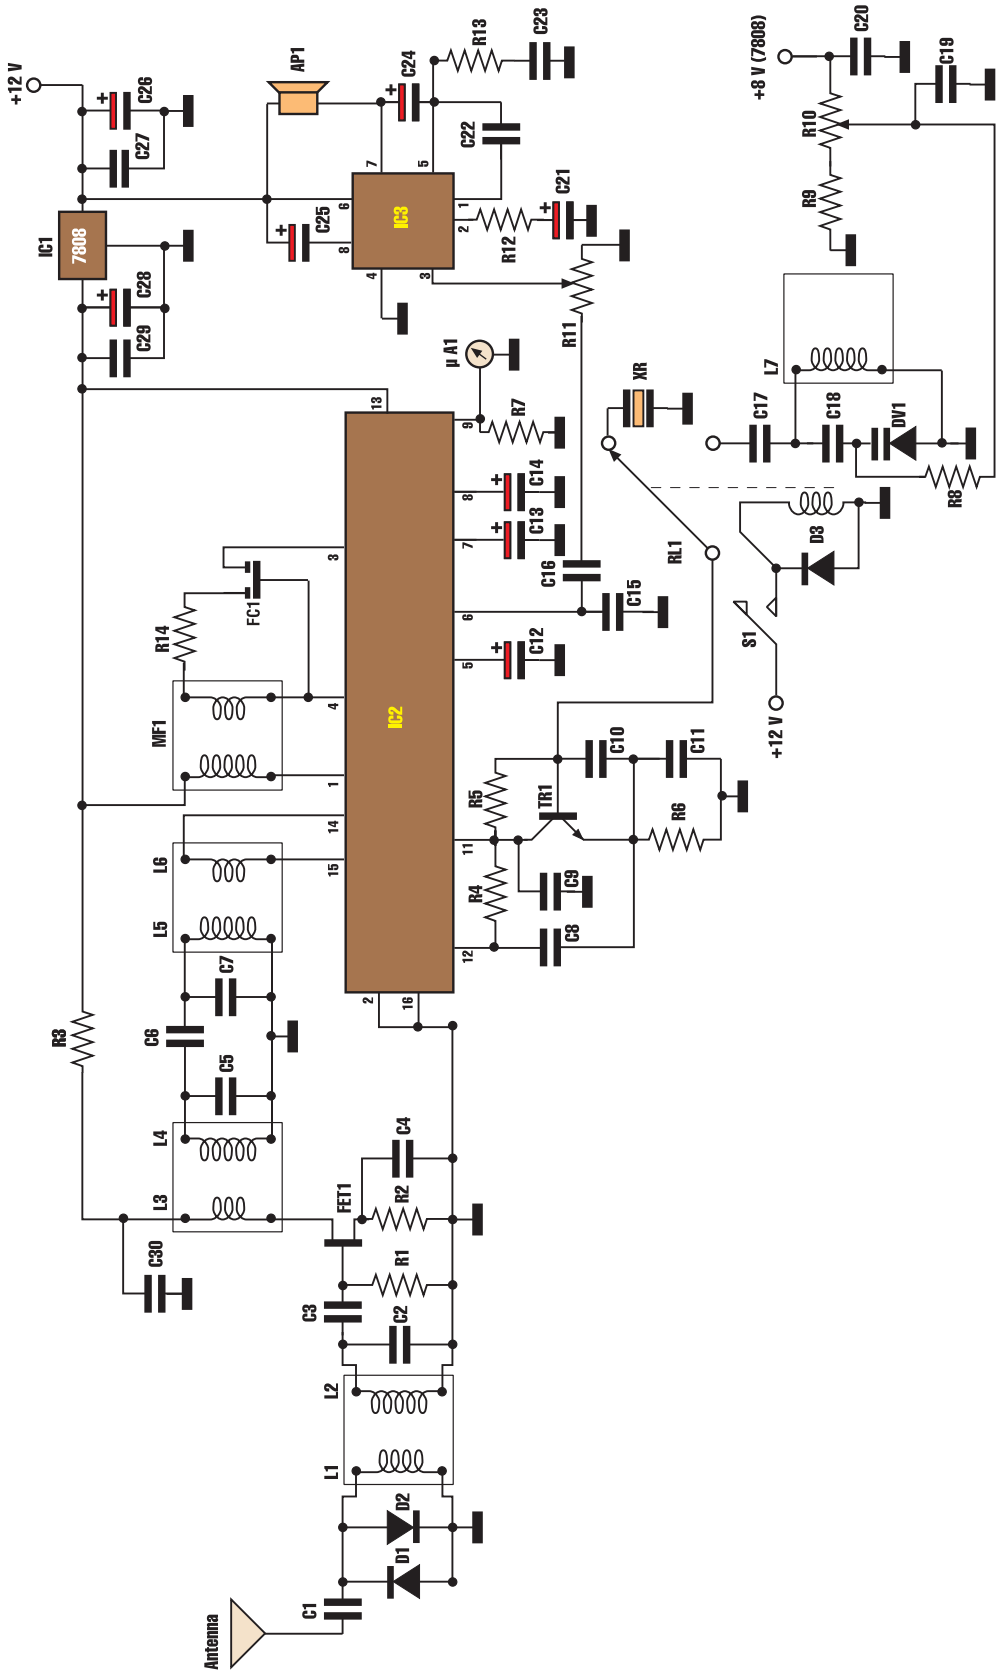

**Figura 2** *Schema elettrico del ricevitore*
*Mod. RC 59 - Schema elettrico* **Figura 2**